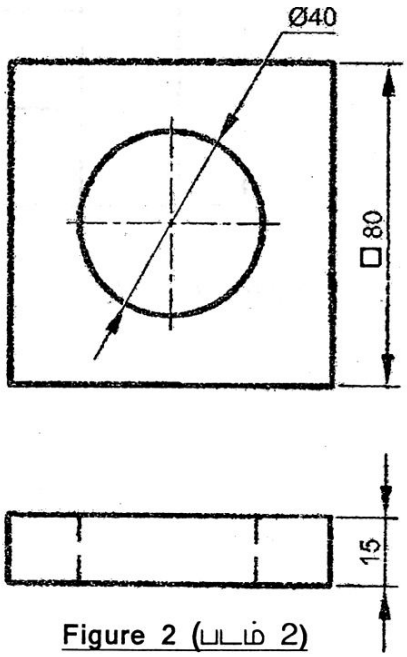

Figure 2 (شكل 2)
8. Draw the isometric view of the object shown in the figure 2.